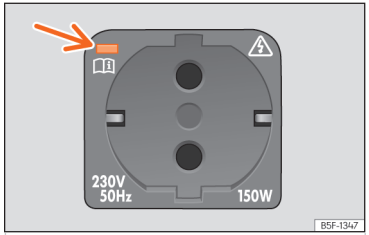

**Fig. 165** In the luggage compartment: 230-volt power socket.
**LED on the power socket ››› Fig. 165 (arrow)**